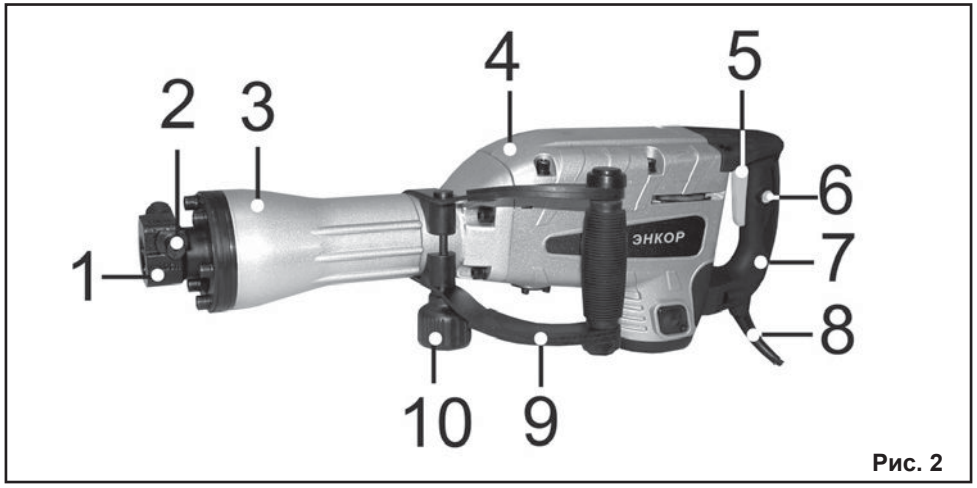

Рис. 2
6. УСТРОЙСТВО МОЛОТКА (Рис.2)
7. СБОРКА (Рис.2)
7.2. Установите дополнительную рукоятку (9) в наиболее удобное положение и зафиксируйте ее, затянув фиксирующий маховик (10) по часовой стрелке.
8. ПОДГОТОВКА К РАБОТЕ И РЕГУЛИРОВКА (Рис.2)